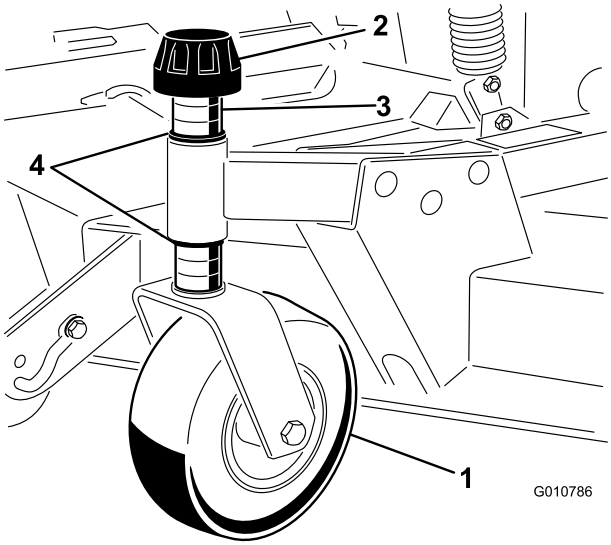

Figura 8
1. Togliete il cappuccio di tensione dall'asse del fusello ed estraete quest'ultimo dal braccio della ruota orientabile anteriore (Figura 8).